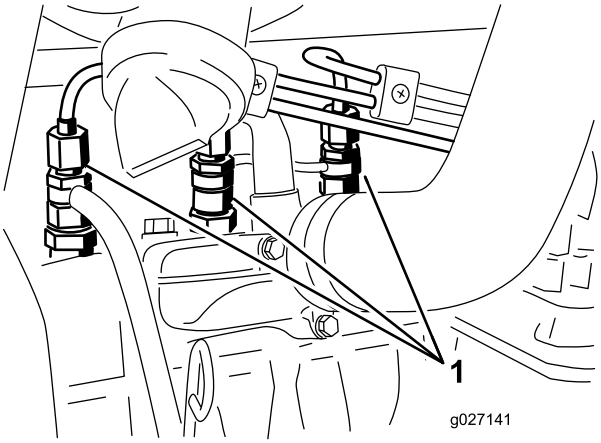

Figur 60
1. Løsn rørforbindelsen til dyse nr. 1 og holdersamlingen (Figur 60).